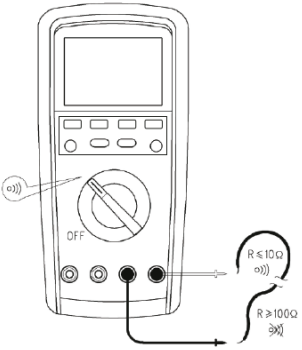

Рис. 5 Проверка целостности цепи
7.4 Проверка целостности цепи (см. рис. 5)